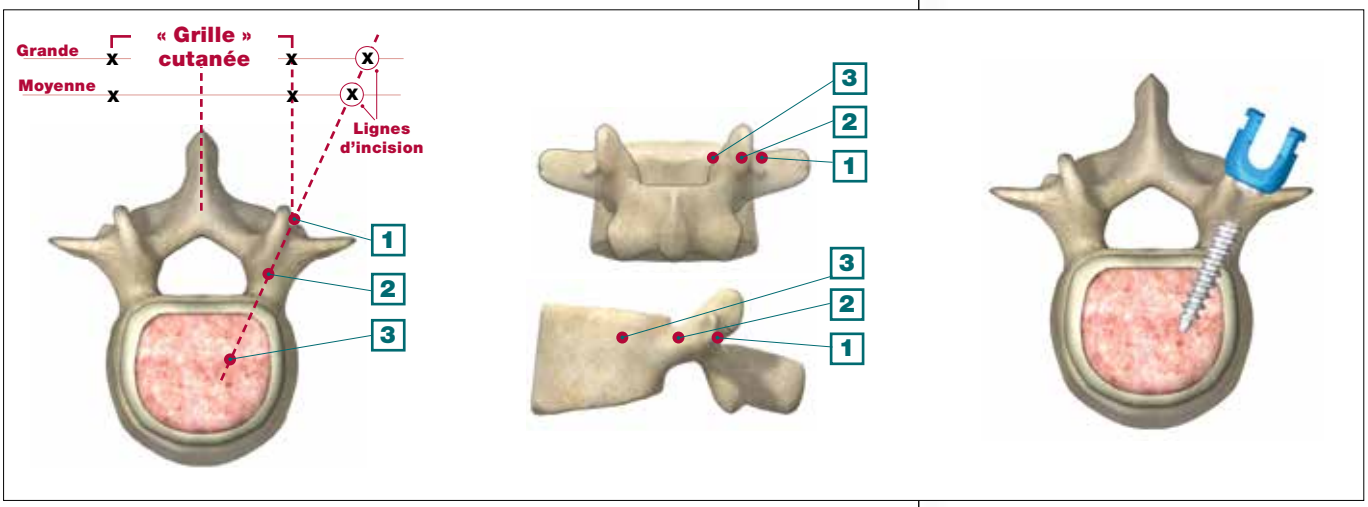

Figure 5
1. Vérifier que l'incision est correctement située en tenant compte de l'anatomie du patient. L'incision doit être plus latérale si la musculature, le tissu adipeux et le fascia du patient sont plus massifs postérieurement (voir Figure 5).
2. L'aiguille doit être ancrée dans la face latérale du pédicule comme indiqué par la case 1 de la Figure 5. Cette position doit être confirmée par fluoroscopie en vue A-P.